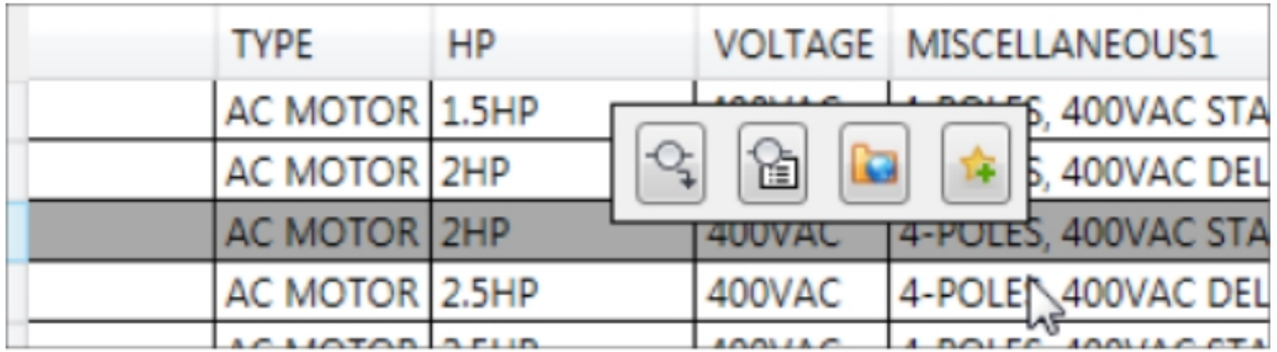

Figure-67. Panel of buttons
- Select the Motor as highlighted in the red box in above figure. The panel of buttons will be displayed; refer to Figure-67.